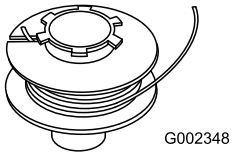

Figur 14
2. Kroka i den ena änden av tråden **så långt det går** in i skåran på spolen (Figur 14), och **låt högst 3 mm sticka ut.**